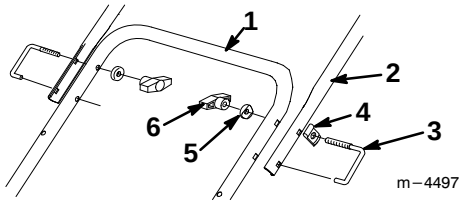

Figur 9
3. Montera övre handtaget enligt Figur 9.